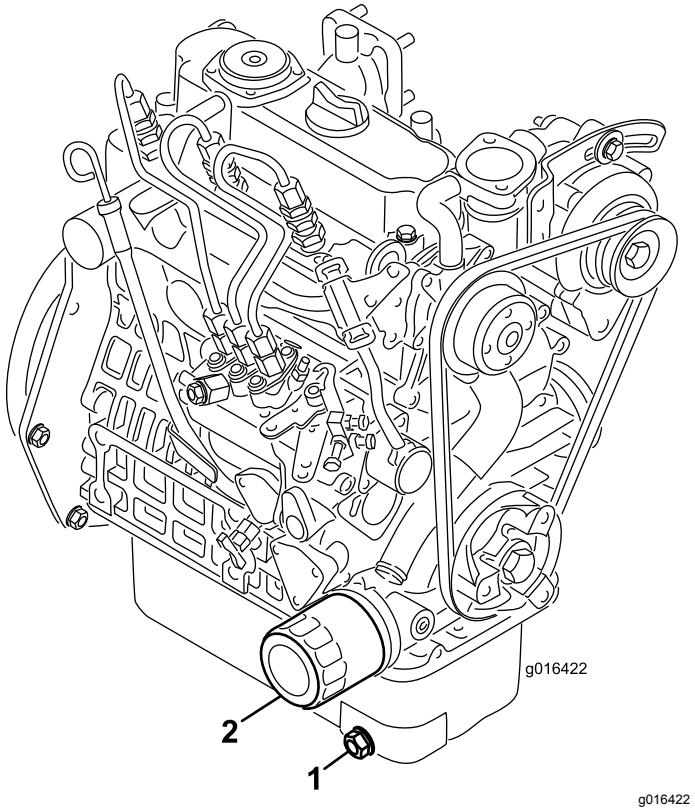

Figur 36
1. Fjern tappepluggen (Figur 36) og la oljen renne ut i et tappefat. Når oljen slutter å renne, setter du tappepluggen på igjen.